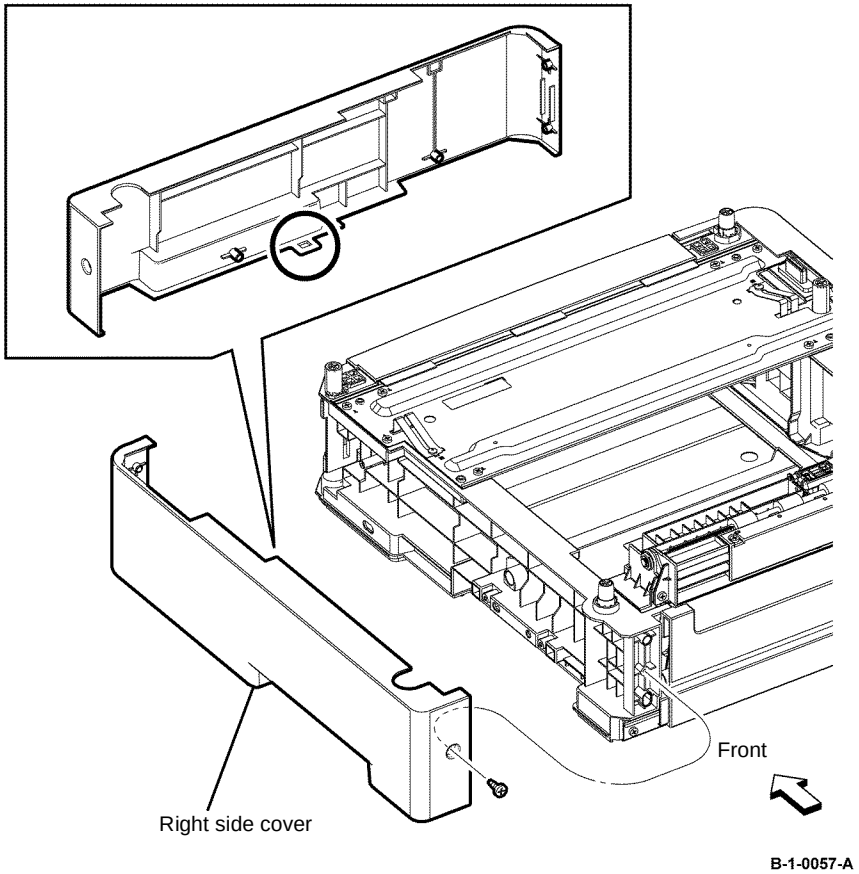

Figure 1 Option feeder right cover removal
3. Remove one screw (silver, tapping, 8mm) that fixes the option feeder right cover, release the two hooks from the bosses, release the six bosses from the holes, then remove the option feeder right cover, Figure 1.